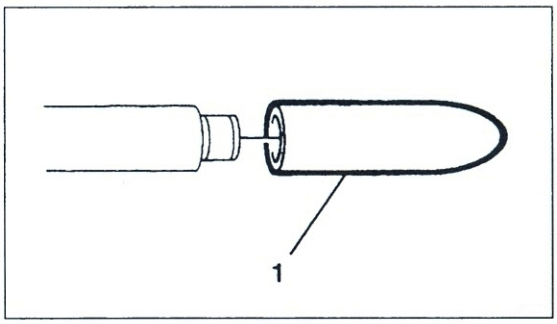

Bild 168
- Schlüpfhülse ① Bild 168 auf Druckstange aufsetzen und Druckstange von vorn durch Antriebswelle durchstecken (zur Schonung der Dichtlippen der Wellendichtringe).